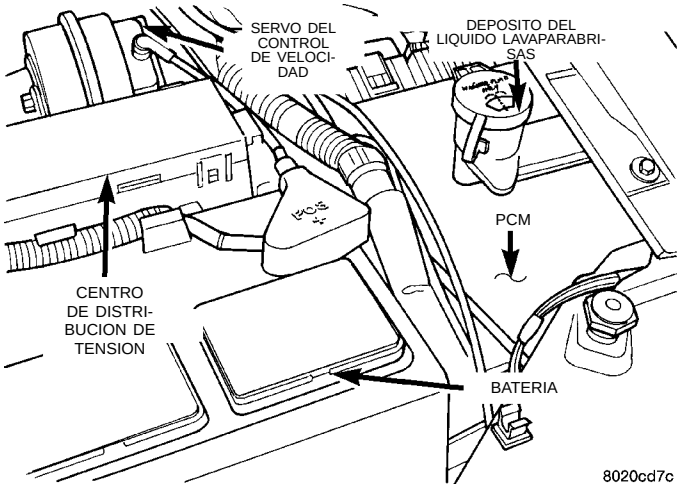

Fig. 9 Situación del Módulo de control del mecanismo de transmisión
(1) Desenchufe 2 conectores de 40 vías del Módulo de control del mecanismo de transmisión (PCM), situado (Fig. 9).